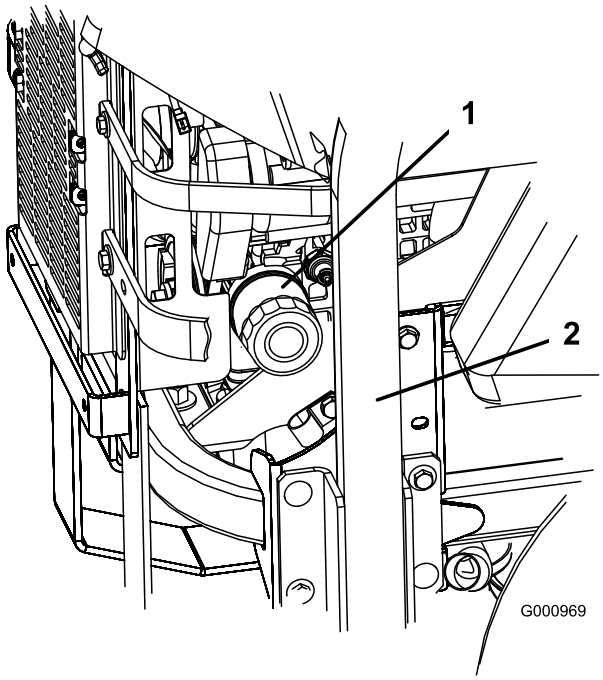
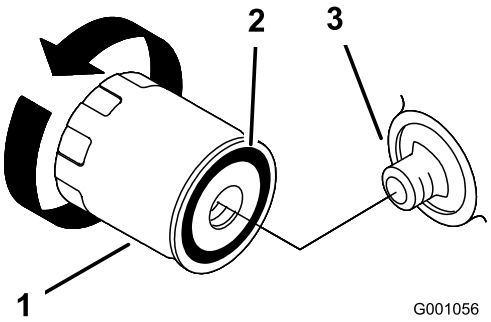

Figur 41
Figur 42
2. Drei filteret mot klokken for å fjerne det (Figur 41 og Figur 42).